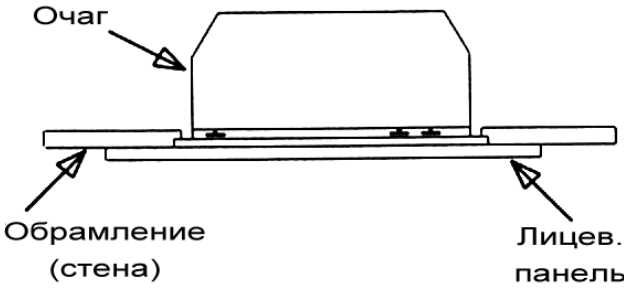

РИС. 3
2. Вставьте очаг в подготовленный для него проем, как показано на Рис. 3. Лицевая поверхность очага должна быть вровень с поверхностью стены (обрамления).
3. Установите лицевую панель, как показано на Рис. 3.